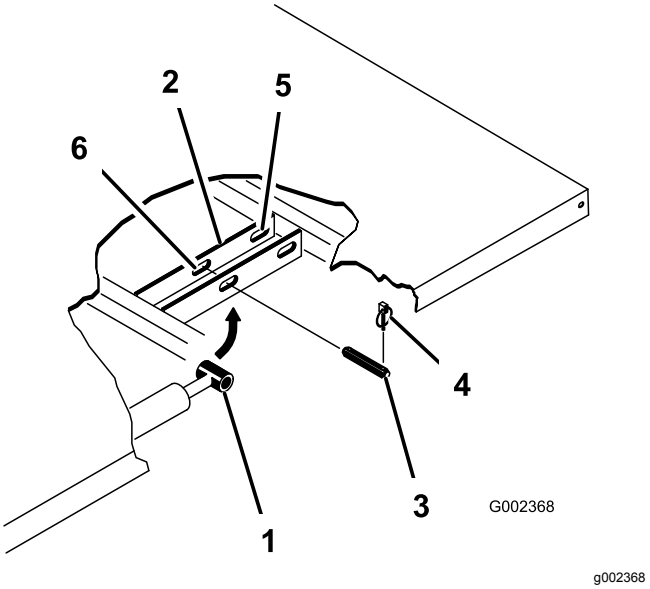

Figuur 3
4. Verwijder de lynchpennen van de uiteinden van de gaffelpennen van de cilinderstang (Figuur 3).
5. Verwijder de gaffelpennen waarmee de uiteinden van de cilinderstang bevestigd zijn aan de montageplaten van de laadbak; druk hierbij de pennen naar de middellijn van de machine (Figuur 3).